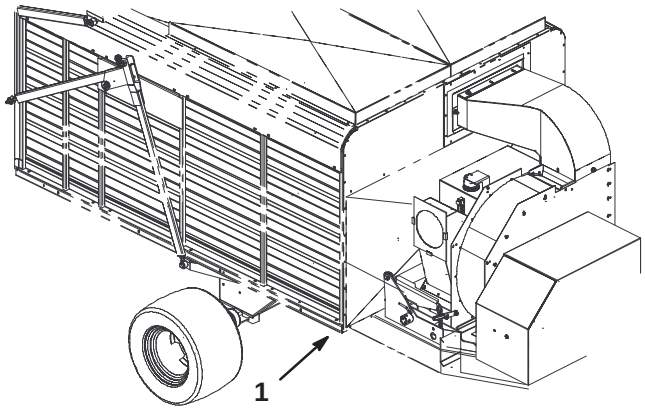

Figure 1
2. On right front corner of trailer, remove (10) screws, washers and nuts securing right side wall to front panel (Fig. 1).